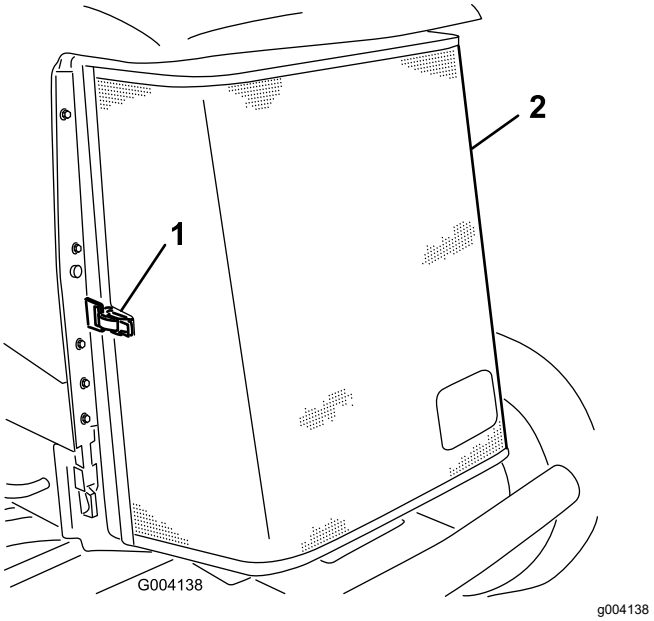

Figur 109
5. Åbn bagskærmen, og drej den åben (Figur 109).